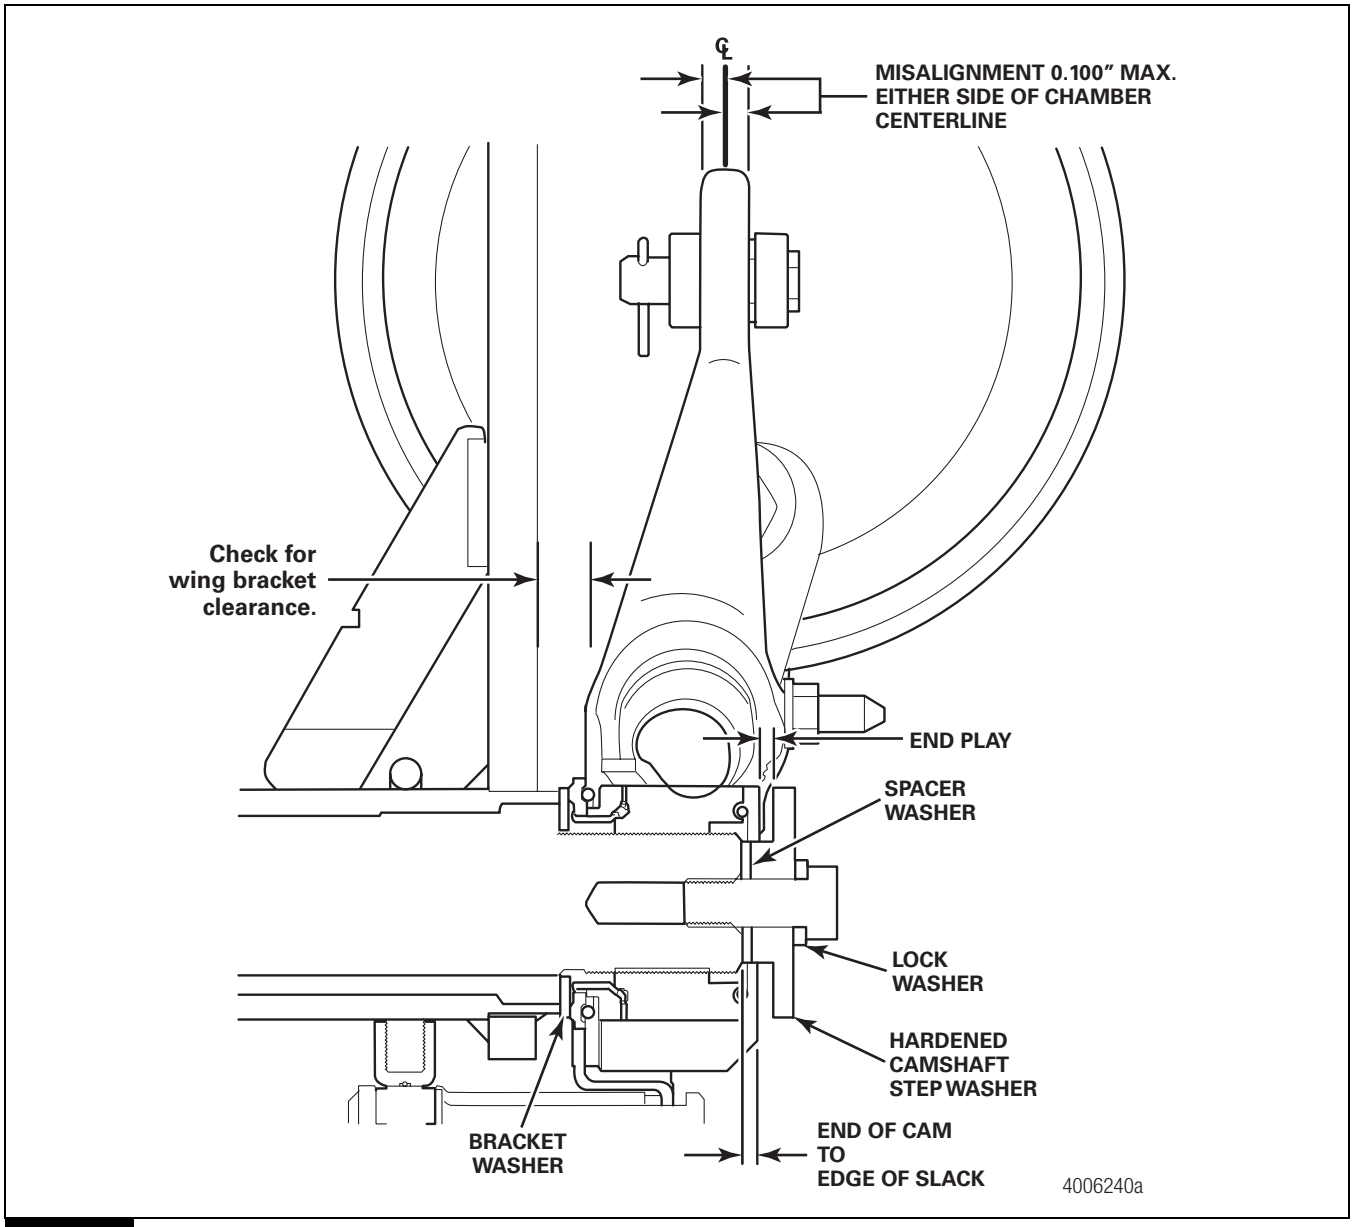

Figure 5.12
Refer to Figure 5.12 for measurement location and component description.
6. Brake assembly check: Actuate brake by pulling on slack to assure cam and roller move freely and that shoes retract when slack is released. Figure 5.12.